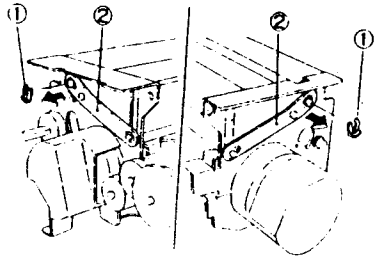

Рис. 5 NZM-0122
11. (Рис. 5): Снимите переднюю и заднюю опоры.
①. Снимите переднюю и заднюю KL-клипсы.
②. Снимите опоры.